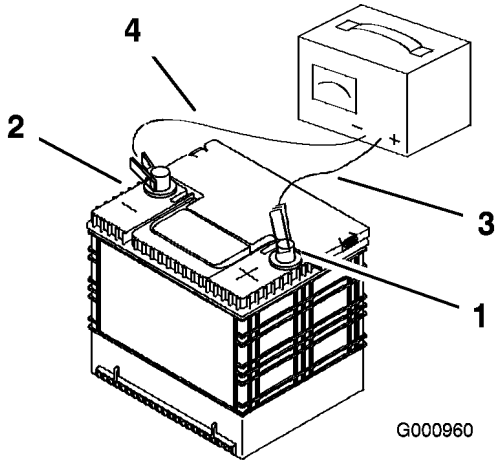

Figur 46
2. Når batteriet er fuldt opladet, skal du tage opladeren ud af stikkontakten og dernæst frakoble opladningskablerne fra batteriets poler (Figur 46).